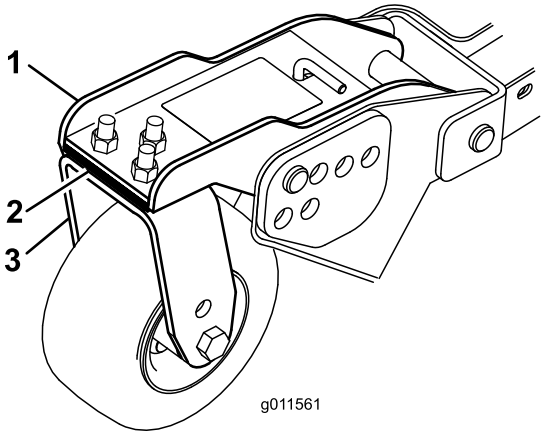

Figur 78
1. Fjern maskinskruerne og møtrikkerne, der holder styrehjulsarmen fast på styrehjulsgaflen (Figur 78).